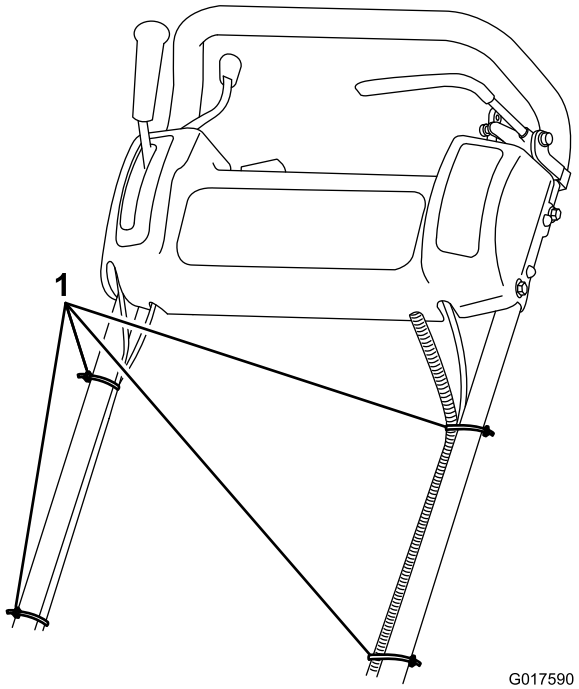

**Rysunek 4**
7. Przymocuj kable i wiązkę przewodów do uchwytu za pomocą opasek kablowych (Rysunek 4).